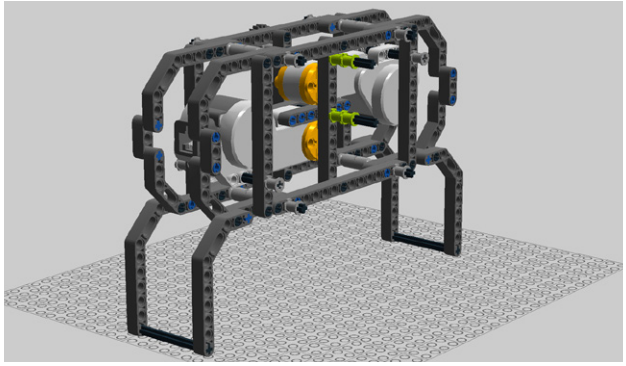

Figure 4-33. *Step 28: Securing the axles*
28. Secure the axles with two bushes each as shown in Figure 4-33.